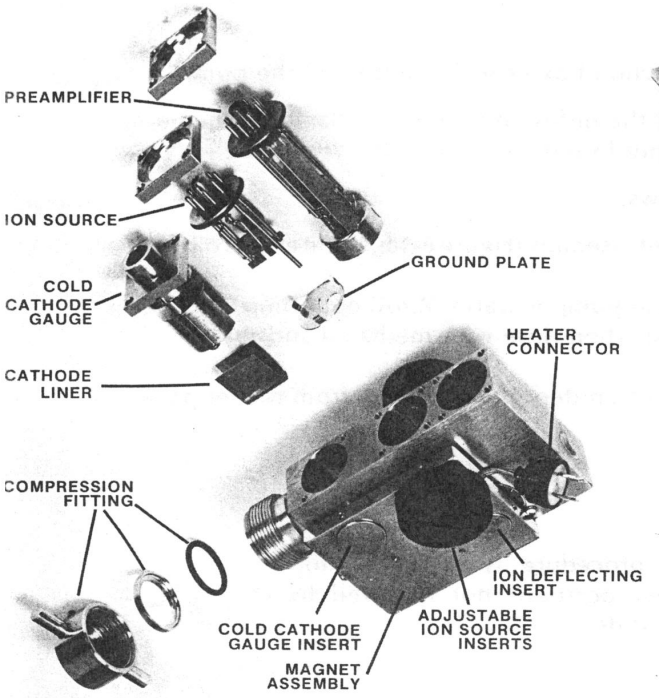

Figure 6-11. Spectrometer Tube (Exploded View)
1. Remove the three electrical plugs at the top of the spectrometer tube. Unplug the spectrometer tube heater. Loosen the compression fitting and remove the spectrometer tube to a convenient bench. (Figure 6-11 is an "exploded" view of the spectrometer tube.)